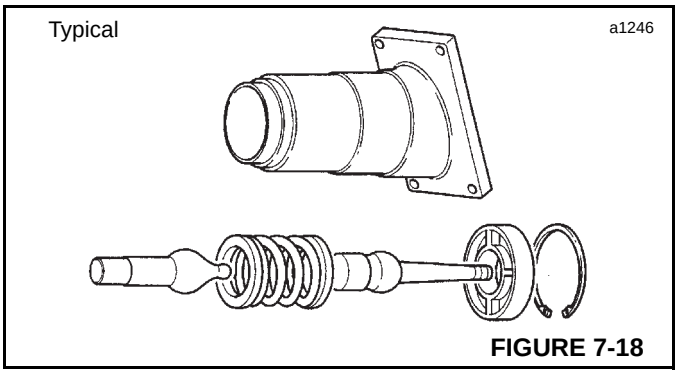

FIGURE 7-18
10. Figure 7-18 illustrates the components of the one piece gear lever turret. If there is excessive play in the lever, replace the complete turret assembly.